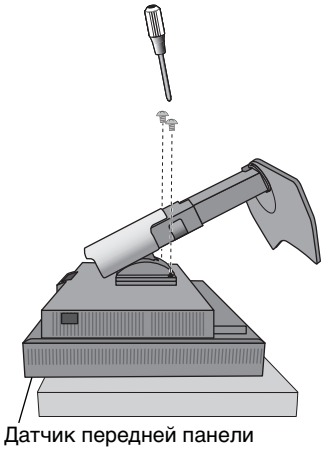

**Рисунок S.2**
4. Положите монитор экраном вниз на неабразивную поверхность. Ни в коем случае нельзя надавливать или иным образом воздействовать на датчик передней панели. Во избежание подобной ситуации положите монитор на стол экраном вниз так, чтобы датчик передней панели находился за пределами стола (**Рисунок S.2**).
7. Отверните 4 верхних винта, с помощью которых монитор крепится к подставке. Сначала отвинтите два нижних винта (**Рисунок S.2**).